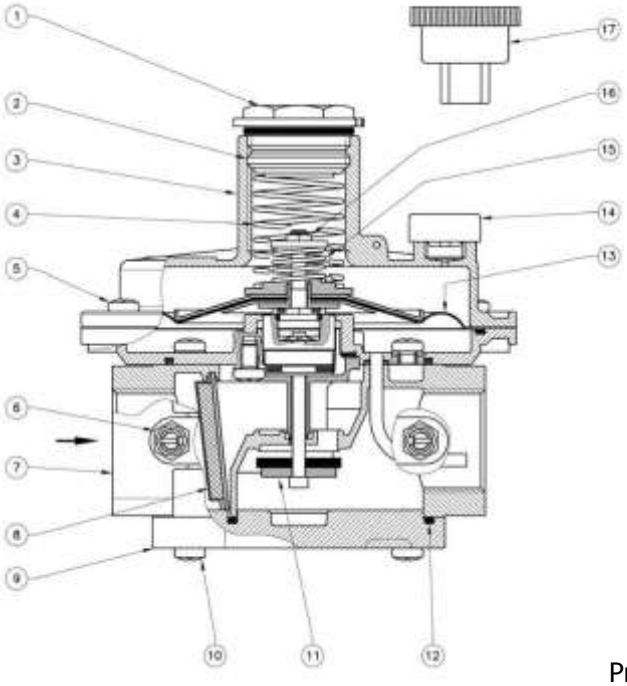

Рис. 1
Регулятор (рис. 1) состоит из: колпачок (1); винт калибровки выходного давления (2); раструб (3); пружина калибровки выходного давления (4); винты крепления раструба (5); штуцер для замера давления (6); корпус (7); фильтрующий элемент (8); нижняя панель (9); винты крепления нижней панели (10); затвор (11); уплотнительное кольцо нижней панели (12); рабочая мембрана (13); пылезащитный колпачок (14); пружина калибровки сбросного клапана (15); винт калибровки сбросного клапана (16); специальный ключ для калибровки (17).